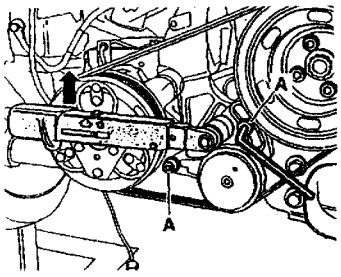

图 1－21
发动机正时带的布置如图 1－22 所示。
①拆下多楔带。
②拆下正时带护罩，标记正时带旋转方向。
③将发动机旋转到一缸上止点位置，如图 1－23 所示。
④卸下扭转减振器，如图 1－24 所示。